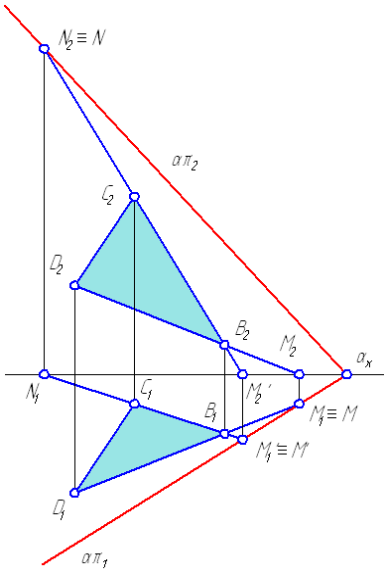

Рисунок 5.2.1 — Построение следов плоскости
2) Из точки M_2 восстановить перпендикуляр (линию проекционной связи) до его пересечения с горизонтальной проекцией прямой *DB* или ее продолжением. Точка пересечения M_1 и будет являться горизонтальной проекцией горизонтального следа (Рисунок 5.2.1), которая совпадает с самим следом *M*.